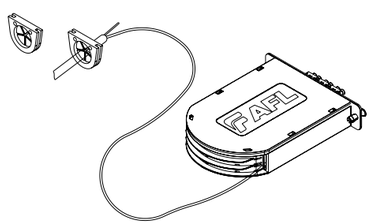

Figure 15
3. After Poli-MOD has been joined to cable, split horseshoe grommet and slide over cable **(Figure 15)**.